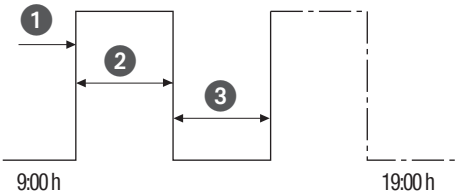

Fig. 33: Comutação por ciclo
- (Fig. 33/❶) Hora de início
- (Fig. 33/❷) Duração ON = Comutação ON
- (Fig. 33/❸) Duração OFF = Comutação OFF